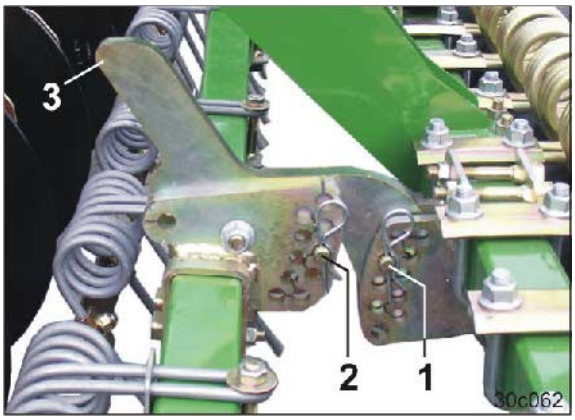

Fig. 165
6. Modifiez l'angle de réglage des dents du recouvreur par rapport au sol en réglant l'axe (Fig. 165/2)
Veillez à ce que l'axe (Fig. 165/2) soit fixé en-dessous du bras porteur (Fig. 165/3) dans le segment de réglage.
Plus l'axe est logé bas sur le segment de réglage, plus l'angle de réglage est faible (Fig. 165/2).
7. Bloquez l'axe (Fig. 165/2) avec une goupille après chaque changement de position.